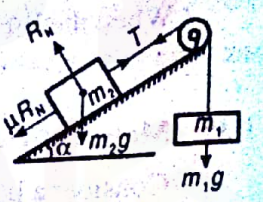

Fig. 1.29
4. When the plane is a rough inclined plane, as shown in Fig. 1.29, then